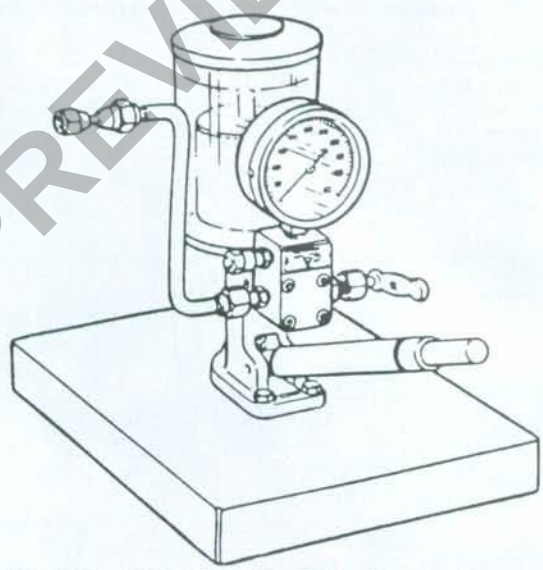

Fig. 69—CAS-10091 diesel fuel injection nozzle tester.
67. TESTING. A complete job of testing and adjusting an injector nozzle requires use of special test equipment, such as test stand (CAS-10091) shown in Fig. 69. Only clean diesel fuel or approved testing oil should be used in tester tank. The nozzle should be tested for opening pressure, seat leakage and spray pattern. When tested, nozzle should open with a sharp popping or buzzing sound and cut off quickly at end of injection with a minimum of seat leakage and a controlled amount of back leakage. Check as outlined in the following paragraphs.